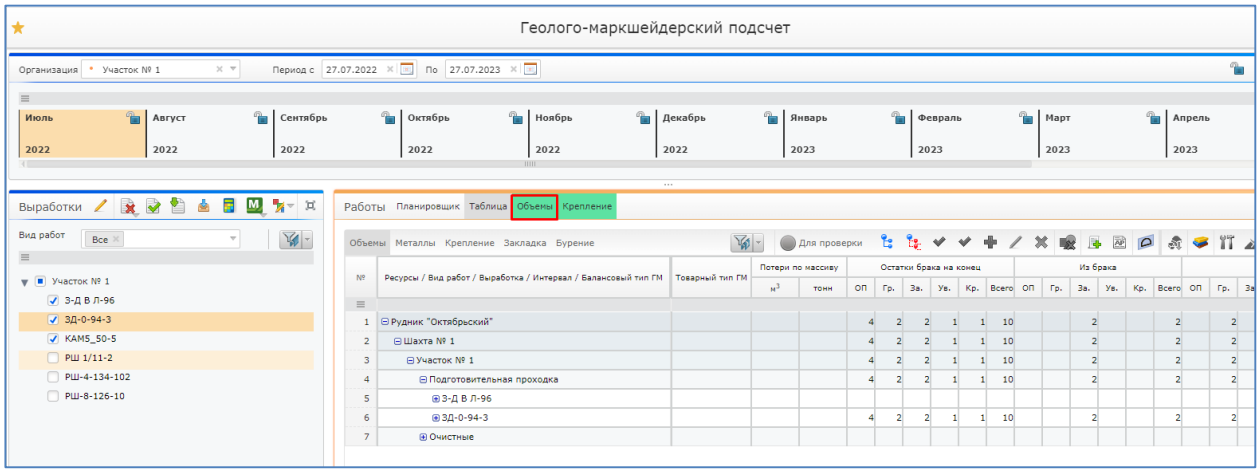

Рисунок 44. Вкладка «Объемы»
3. В таблице выбрать вкладку «Объемы» (Рисунок 44);